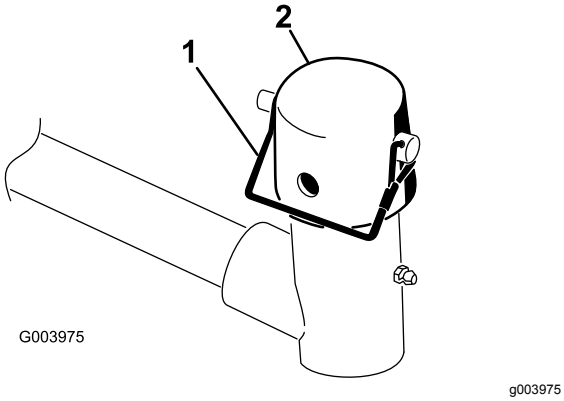

**Figur 10**
7. Demontera låsstiftet och locket på lyftarmens svängok (Figur 10).
11. Fäst locket och bärramens axel på lyftarmens ok med hjälp av låsstiftet (Figur 10).